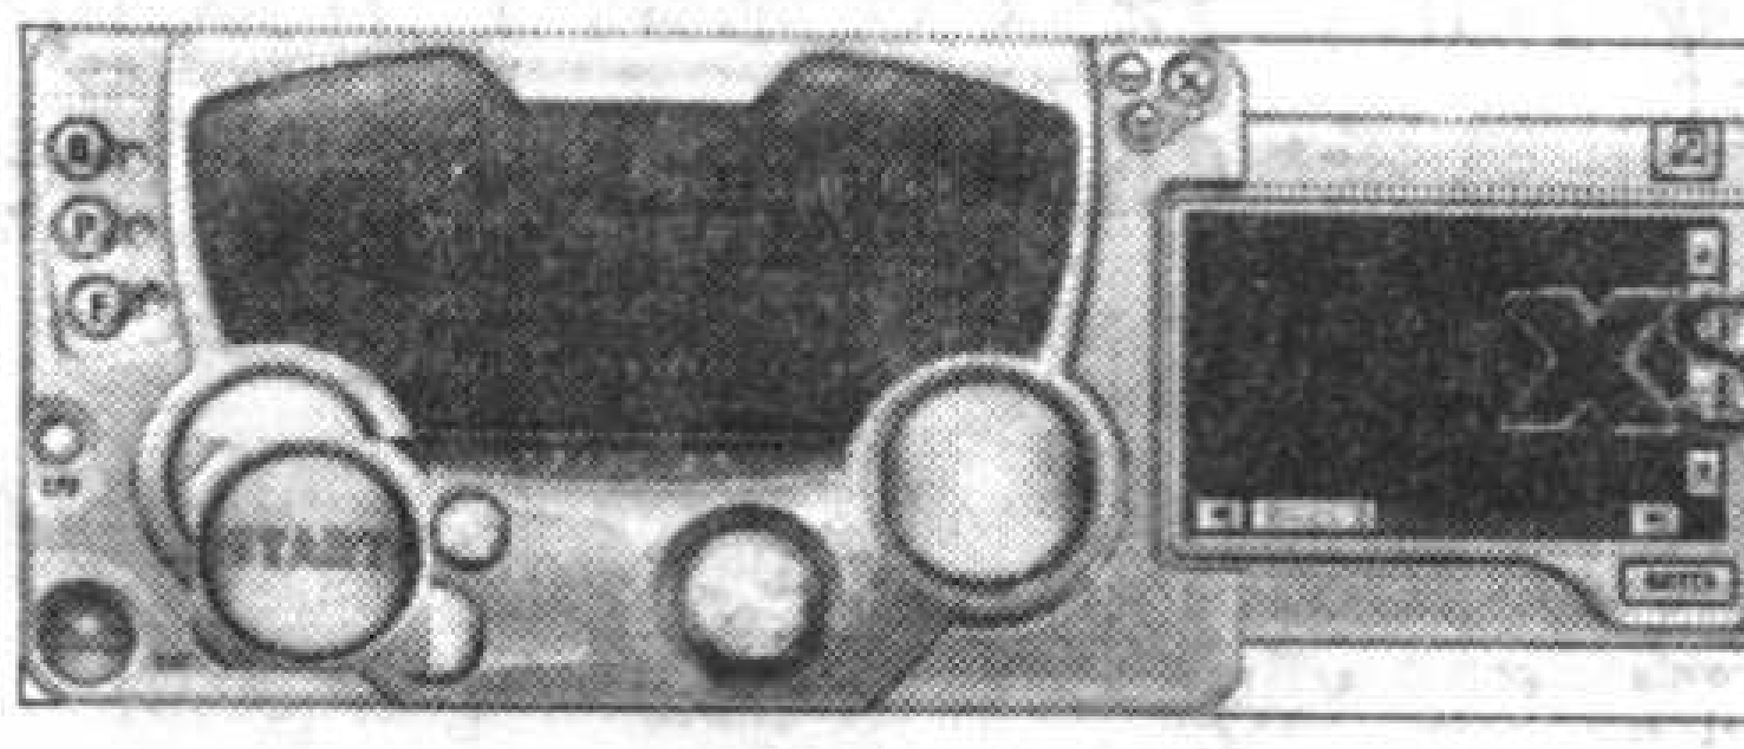

图 42
1. 首先从网址:http://xsat.rtfm.be/soft/compander301litebeta1.rar 下载一个名为 compander301LiteBeta1.rar 的 397KB 压缩文件。解压缩后,运行 Compander301LiteBeta.exe ,得到如图 42 所示的界面。